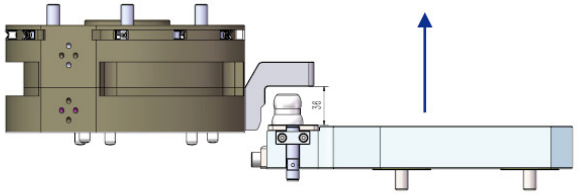

图 5.12 移开工具示意图
1. 用中心螺栓卡住存放位置的悬浮储存装置（图 5.12）。